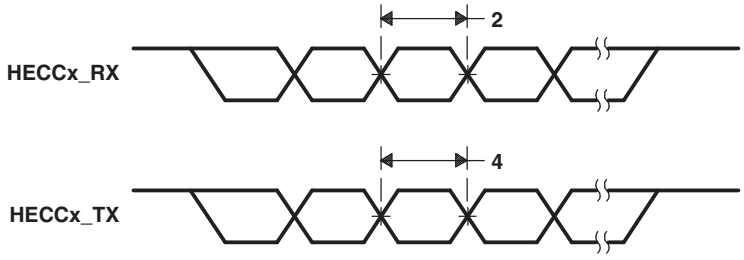

**Figure 6-43. HECC Transmit/Receive Timing**
**Table 6-79. Timing Requirements for HECC Receive[1] (see Figure 6-43)**
(1) H = HECC baud time = 1/programmed baud rate.
**Table 6-80. Switching Characteristics Over Recommended Operating Conditions for HECC Transmit[1] (see Figure 6-43)**